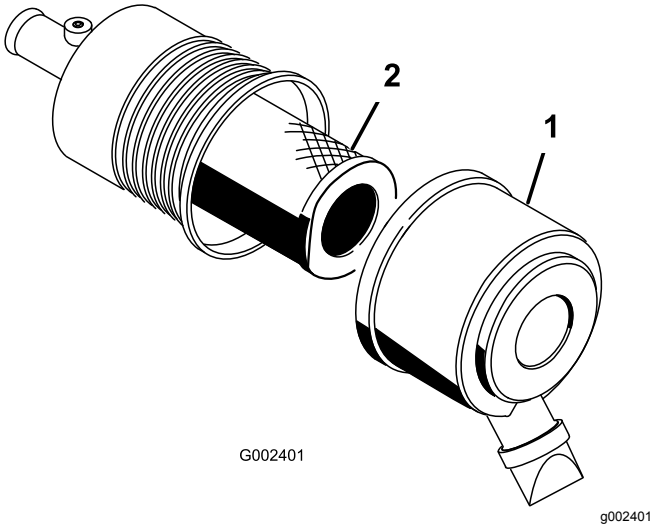

图33
1. 松开空气滤清器上的搭扣并将空气滤清器盖从其壳体中拉出图33。
3. 将滤清器轻轻从空气滤清器壳体中滑出图33。
5. 小心地将滤芯滑到壳体管上方图33。
6. 安装空气滤清器盖侧面朝上用闩锁固定图33。